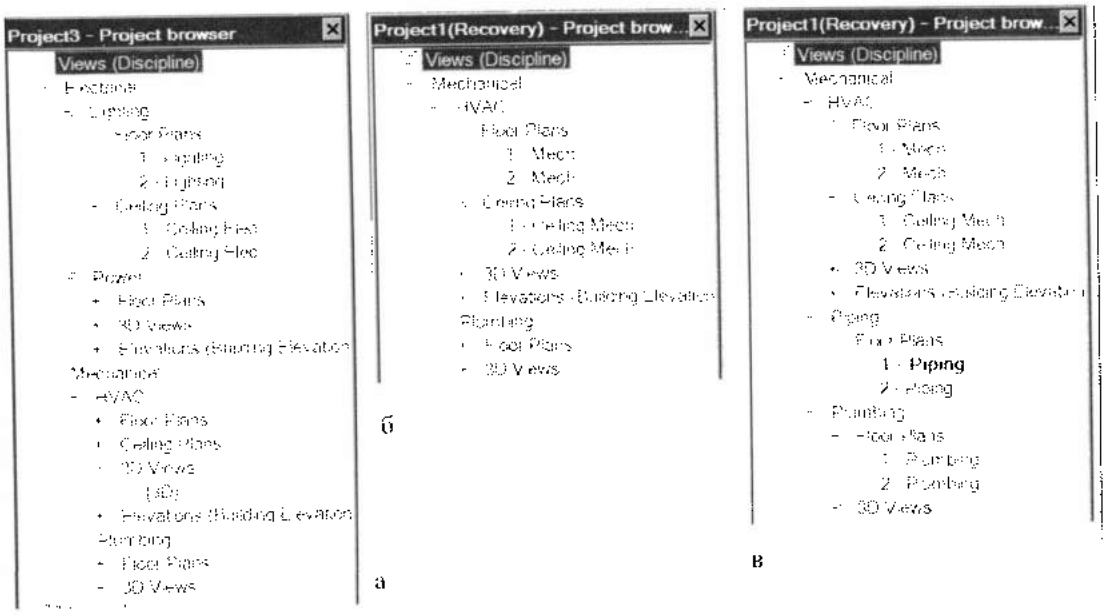

Рис. 37.4. *Организация Навигатора проекта в различных шаблонах*
4. В свойствах нового вида вписать в строке параметра **Subiscipline** (Подраздел) значение *Piping*. Нажать OK. В Навигаторе проекта в разделе **HVAC** (ОВК) появится новый подраздел *Piping*, в состав которого будет включен только что созданный новый вид в плане (рис. 37.4,в).